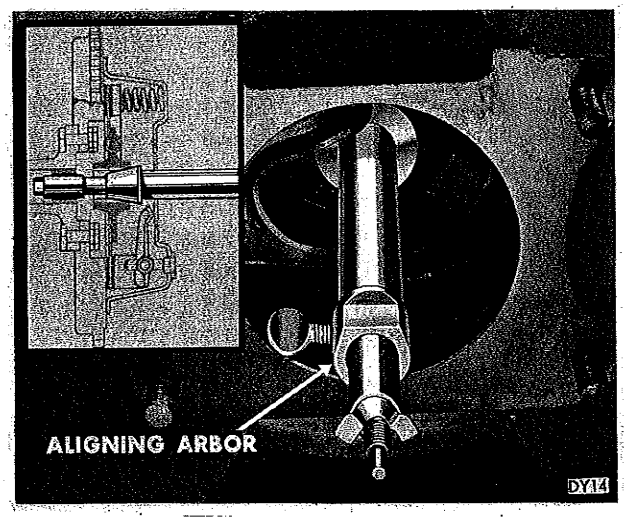

*Fig. 11—Clutch Disc Aligning Arbor*
(2) Clean the surfaces of the flywheel and pressure plate thoroughly, with fine sandpaper or crocus cloth, making certain that all oil or grease has been removed.
(3) Hold clutch disc, pressure plate and cover in mounting position, with the springs on the disc damper facing away from the flywheel. **Do not touch disc facing, as clutch chatter may result.** Insert C-360 Clutch Disc Aligning Tool through hub of disc and into the bushing (Fig. 11). If Tool C-360 is not available, use a spare transmission drive pinion.